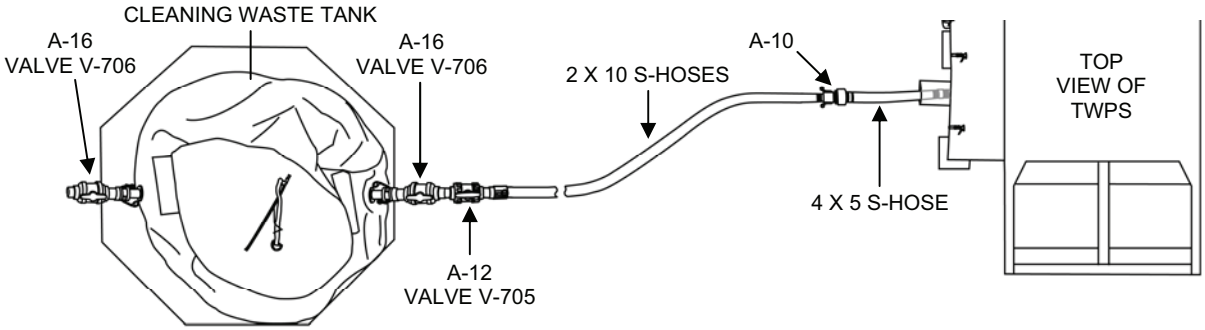
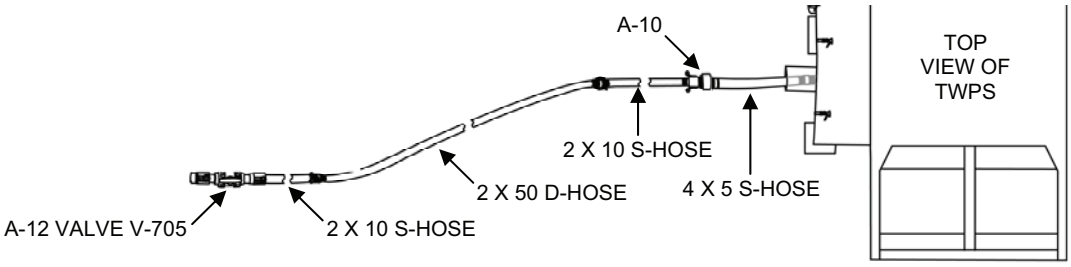

Figure 5. MF Acid Cleaning Waste Hose Set-Up with the Cleaning Waste Tank.
Figure 6. MF Acid Cleaning Waste Hose Set-Up Without the Cleaning Waste Tank.
1. Set the waste hoses for acid cleaning as follows (Figure 5).
d. If using the cleaning waste storage tank, set up the hoses as follows (see Figure 5):
d. If not using the cleaning waste tank, set up the cleaning waste hoses as follows (Figure 6):
b. Be sure that Adaptor A-12 Valve V-705 on the 2 x 10 cleaning waste (suction) hoses is closed (Figure 5 or Figure 6).
g. Be sure that Adaptor A-12 Valve V-705 on the cleaning waste hose is closed (Figure 5 or Figure 6).